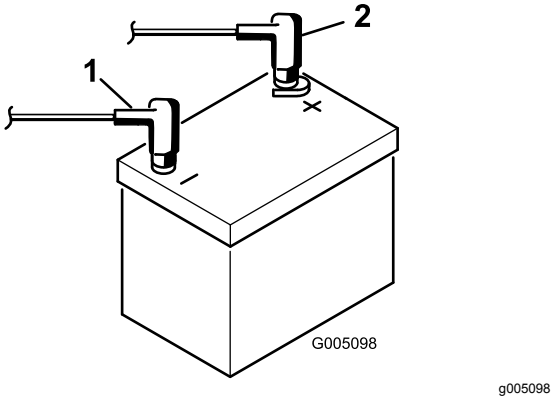

Rysunek 7
9. Podłącz przewód dodatni (w kolorze czerwonym) do dodatniego (+) zacisku, a następnie przewód ujemny (w kolorze czarnym) do ujemnego (-) zacisku akumulatora i zamocuj zaciski przy użyciu śrub i nakrętek (Rysunek 7). Wsuń gumową tuleję na zacisk dodatni, aby nie dopuścić do ewentualnego zwarcia.